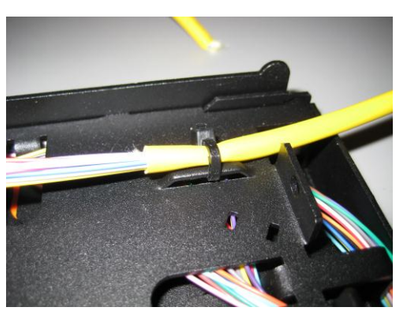

Figure 4
3.5 Determine which side of the Opt-X Splice Module your incoming cable will enter the bottom storage area. This side of the module is where you will secure the pigtail fibers to the base using a tie wrap provided. (See Figure 4)